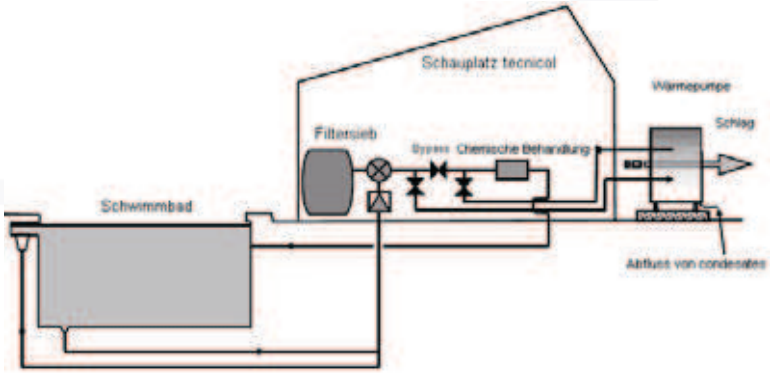

Abbildung 6: Typische Anordnung der Komponenten des Wasserkreislaufs.
- Bypassventil im Wasserkreislauf, siehe Abbildung 6.
⚠ Der Mindestwasserdurchsatz am Einlass der Wärmepumpe darf nicht unter dem für das betreffende Modell gefordertem liegen, siehe **Abschnitt 2**. Bei einer Anordnung der Anlage, wie auf Abbildung 6 gezeigt, ist es möglich, den Wasserdurchsatz mit dem Bypassventil zu regeln.